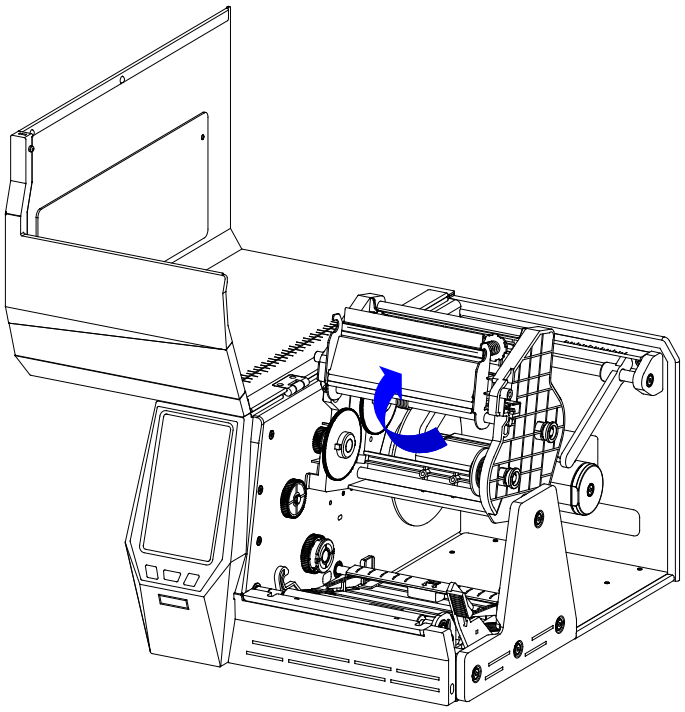

Figure 2-10 Lift the Printhead Module
2. Lift the Printhead Module to expose the Ribbon Supply compartment. See Figure 2-10.